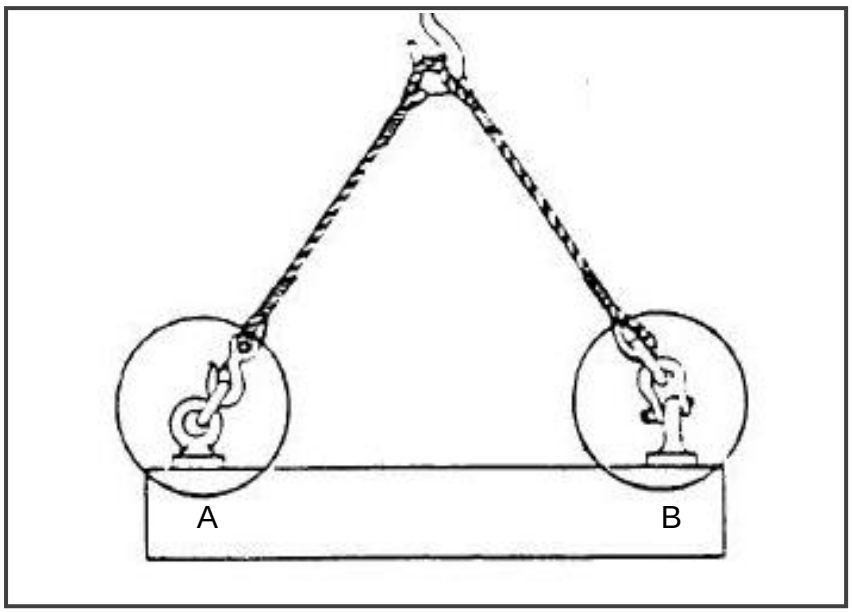

FIGUUR 5
6.1 FIGUUR 5 toon die korrekte en verkeerde manier om 'n slinger aan 'n oogbout vas te haak om 'n vrag op te lig. Bestudeer die figuur en beantwoord die vrae wat onder die figuur volg.